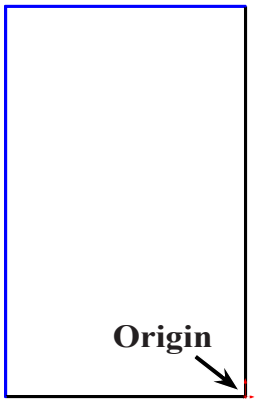

Fig. 2
Step 4. Sketch a rectangle starting at the Origin , **Fig. 2**.